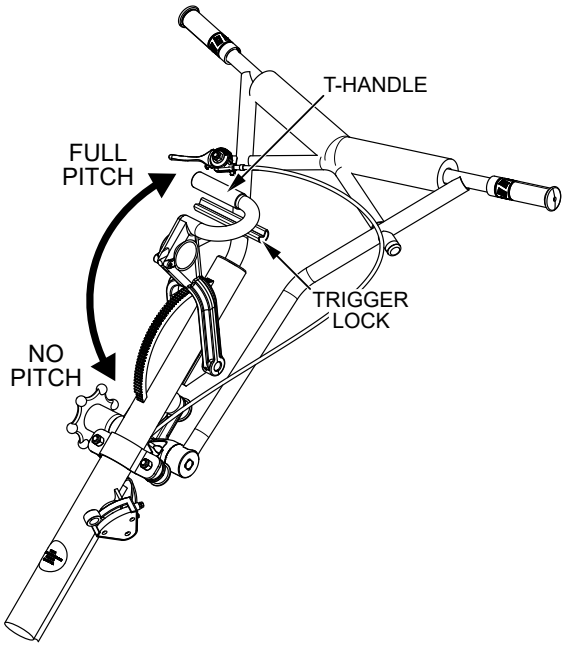

Figure 22. Blade Pitch Cable Adjustment (Quick Pitch™ Handle)
2. For trowels equipped with a **Quick Pitch™** handle, squeeze the trigger lock and push the T-handle towards the engine to release tension on the blade pitch cable. See Figure 22.